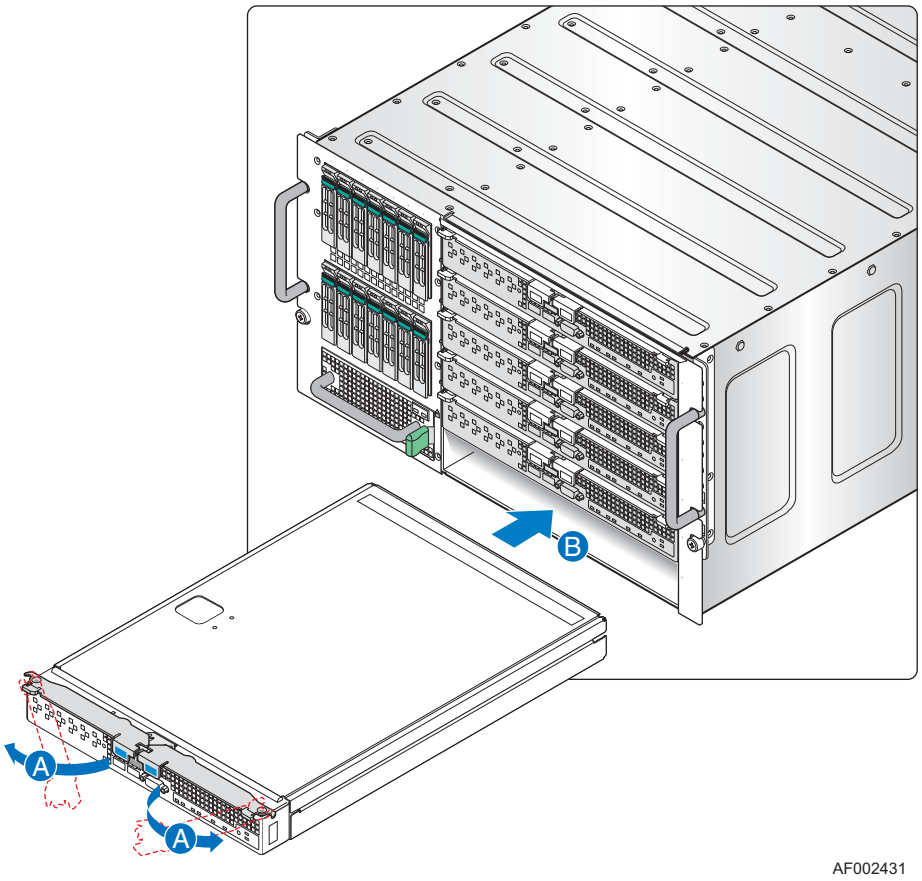

Figure 31. Installing an Intel® Compute Module
3. Make sure the release handles on the compute module are in the open position (see letter "A" in Figure 31). Insert the compute module into an open slot in the chassis and slide it in until it stops (see letter "B" in Figure 31).